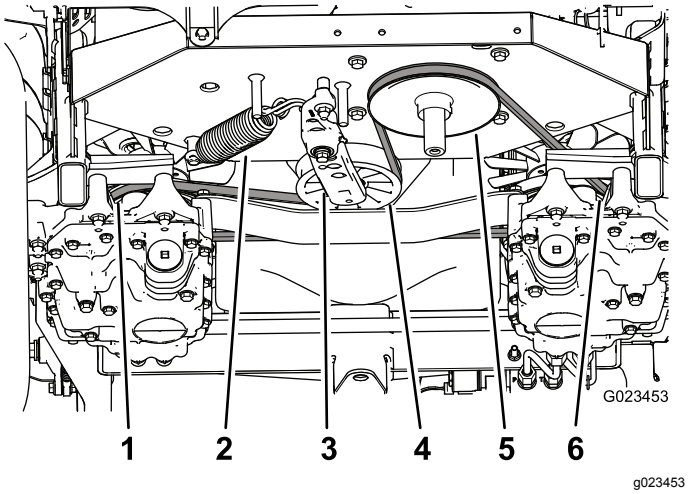

Figuur 56
3. Zet een ratelsleutel in het vierkante gat in de spanarm om tegendruk te bieden aan de spanveer (Figuur 56) en verwijder de riem van de spanpoelie.
4. Maak de spanveer los van de spanarm en het frame (Figuur 56).
9. Monteer de veer aan de spanarm en het frame (Figuur 56).